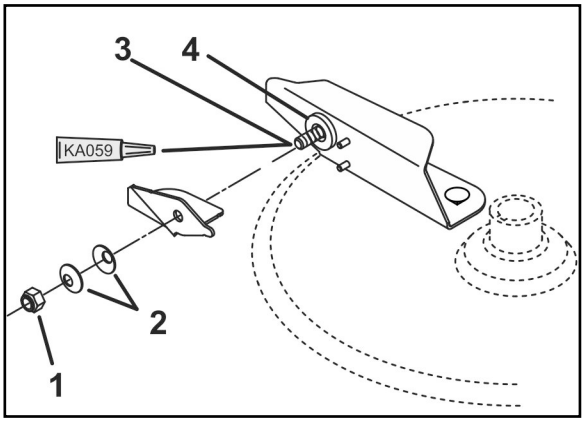

Fig. 86
2. Dosierschieber mittels Stellhebel (Fig. 86/1) öffnen.
4. Stellhebel auf der Skala (Fig. 86/3) bis zum Anschlag an den Bolzen verschwenken.
5. Stellhebel mit Drehgriff (Fig. 86/2) feststellen.
6. Sechskant-Schraube (Fig. 86/6) lösen. Den Zeiger (Fig. 86/5) auf den Skalenwert **8** ausrichten und mit Sechskant-Schraube feststellen. Ablesekante des Zeigers ist (Fig. 86/4).